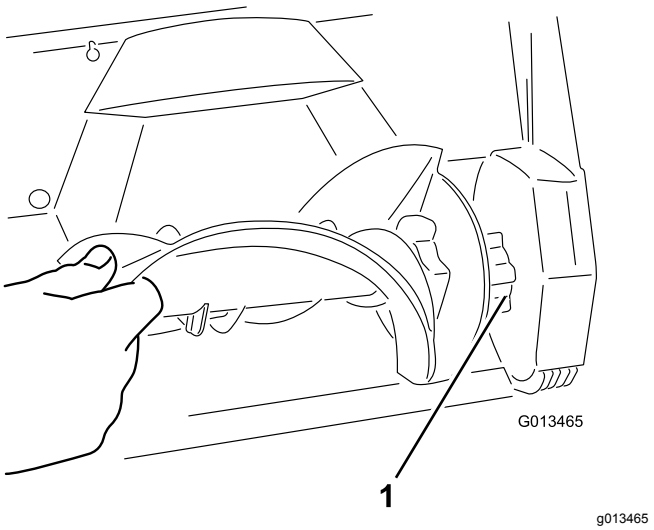

Figur 17
4. Montera den nya rotorn genom att föra in rotorns ände i kåpans avpassade ände och rotera rotorn tills den snäpper på plats (Figur 17).